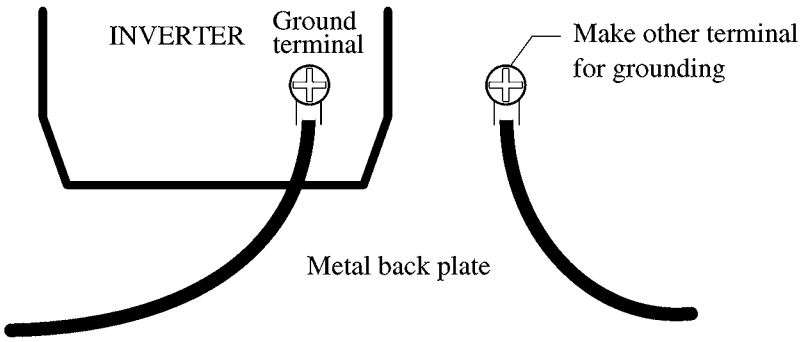

Figure 6 Grounding
2) No more than 1 cable should be connected to each ground terminal of the main terminal board. In this case, other cables for grounding should be grounded on the metal back plate or/and in the cubicle (Refer to Figure 6). The cross-sectional area of grounding cable shall be, in any case, not less than 3.5 mm^2.